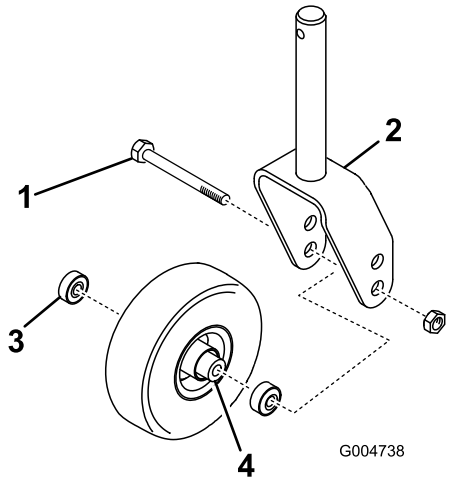
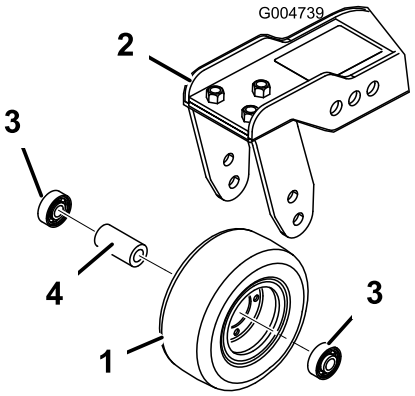

Figur 80
Figur 81
1. Skru låsemøtrikken af bolten, der holder styrehjulsenheden fast i styrehjulsgaflen (Figur 80) eller styrehjulsdrejearmen (Figur 81).
2. Fjern lejet fra hjulnavet, og lad lejeafstandsstykket falde ud (Figur 80 og Figur 81).